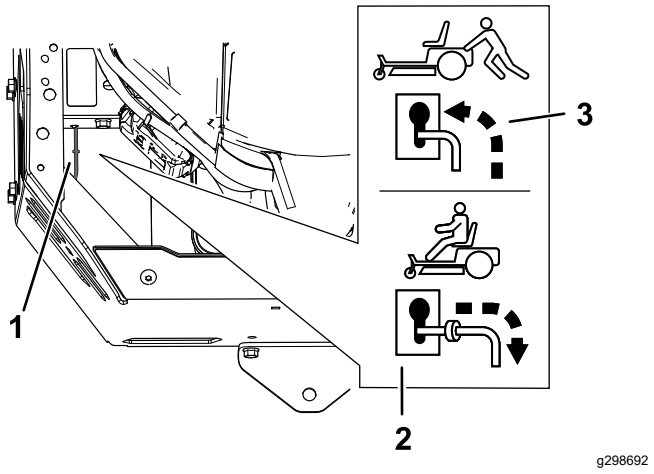

Rysunek 38
4. Przestaw dźwignie obejścia do przodu przez otwór z wycięciem i do dołu, blokując je w tym położeniu (Rysunek 38).